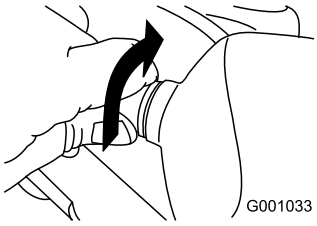

**Figure 62**
2. Turn the base of the bulb counterclockwise until it stops (Figure 62).